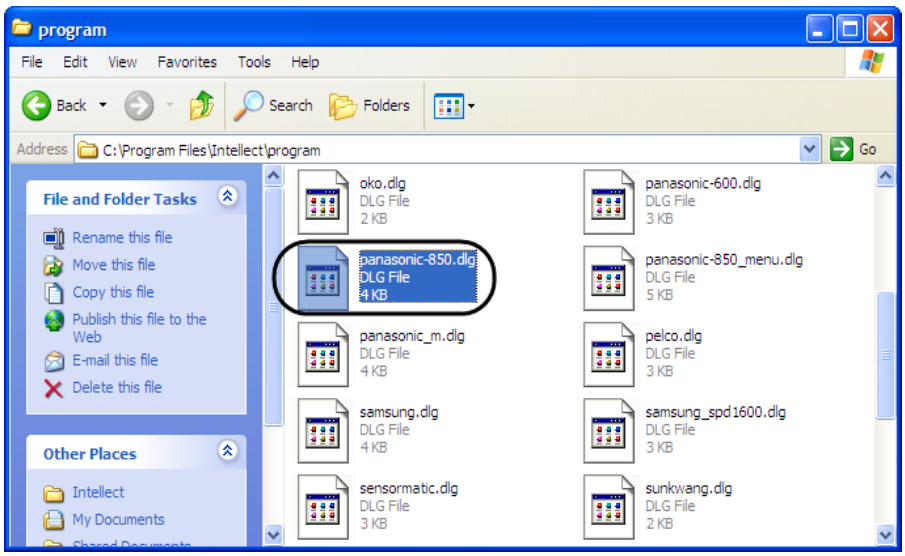

Figure 3.4—14 The Program folder of the INTELLECT™ software installation directory
6. To activate the moving option for the **Operator dialog box** object, set the **Allow moving** checkbox (Figure 3.4—13, 6).